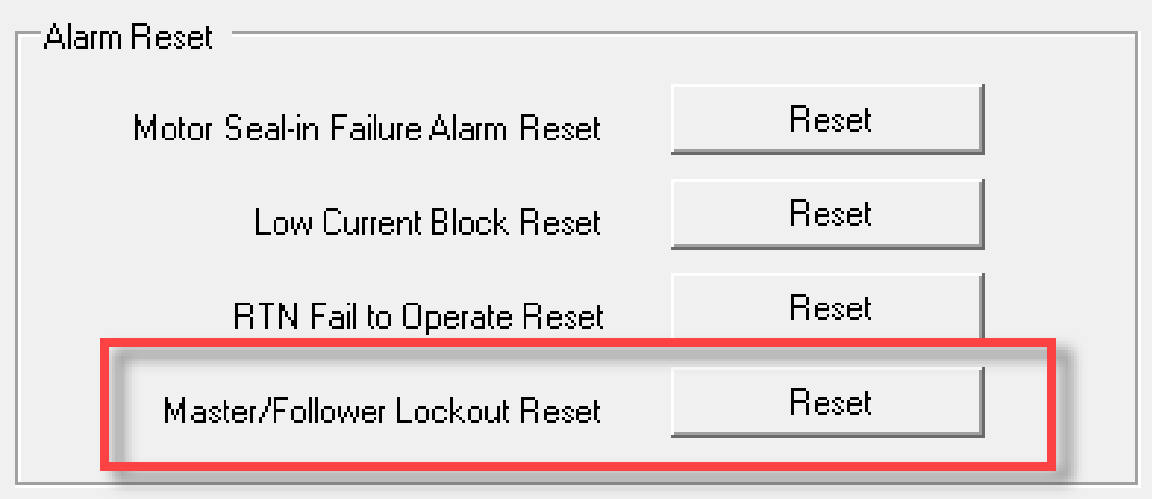

Figure 30 Peer to Peer Lockout Reset from Alarms Screen
3. Select "Master/Follower Lockout Reset" (Figure 30). TapTalk will display the "Command successfully sent to control" confirmation screen.